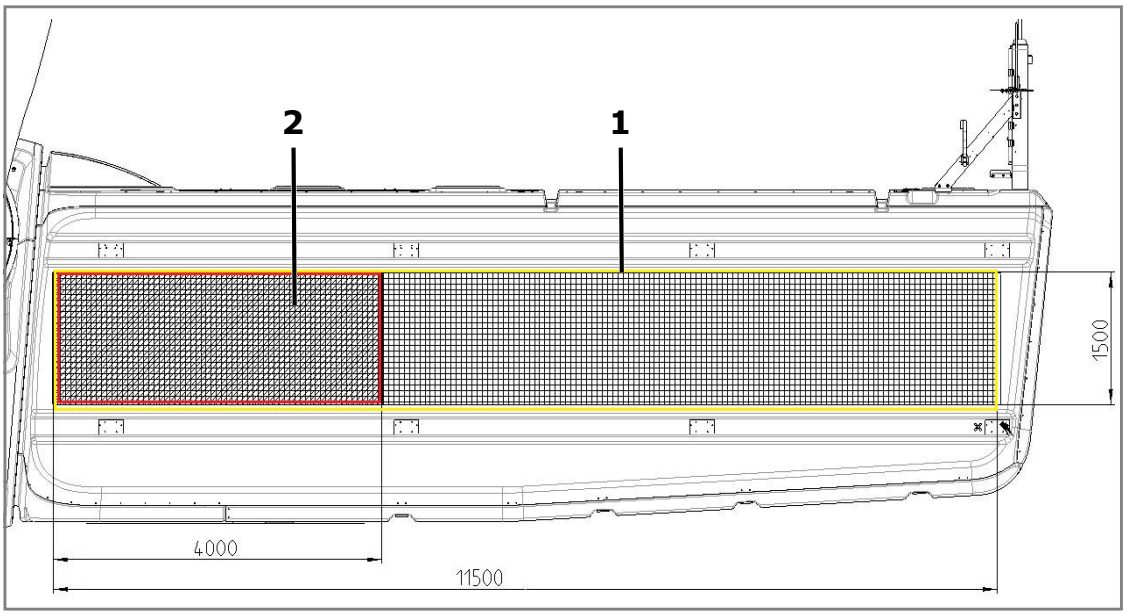
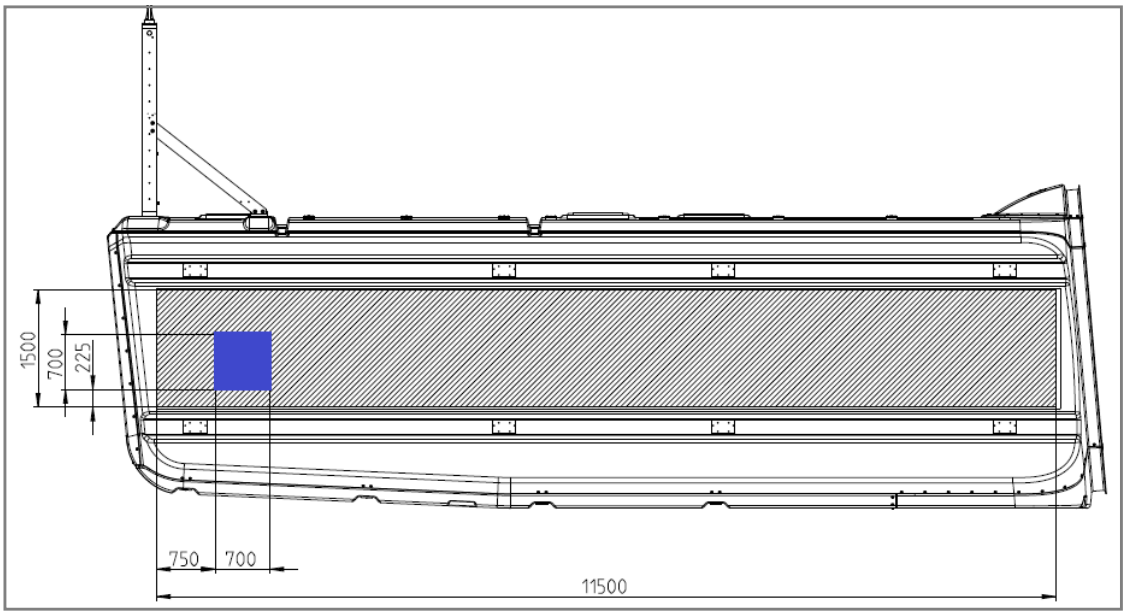

Abb. 3: Position und Größe für Kundenlogos an Delta4000-Anlagen (beidseitig)
Abb. 4: Ausgenommener Bereich für Kundenlogos bei Delta4000-Anlagen auf rechter Seite bei Bauwerkshöhe unter 150 m
- Bei Gesamtbauwerkshöhe >150 m, Gestaltungsfläche von 1500 x 4000 mm pro Maschinenhausseite, siehe Abb. 3.
- bei Gesamtbauwerkshöhe unter 150 m, Gestaltungsfläche von 1500 x 11500 mm pro Maschinenhausseite, siehe Abb. 3, mit Ausnahme einer Fläche von 700 x 700 mm auf der rechten Seite, siehe Abb. 4.